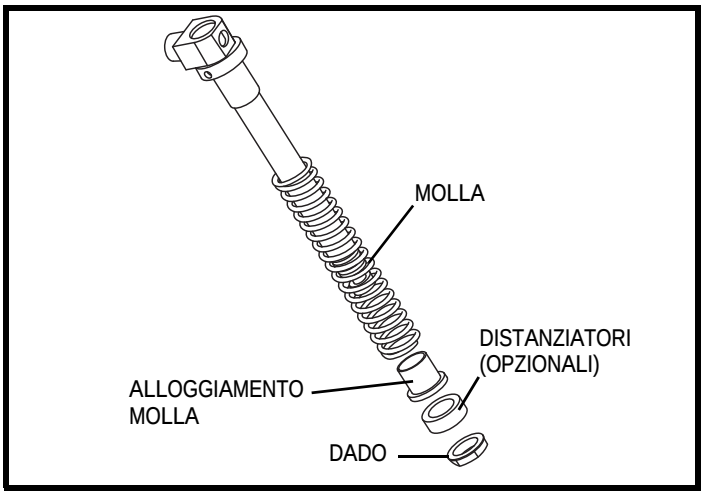

Figura 40. Vista esplosa di limitatore/Tensionatore estensione tronco (Kids ROCK 2 e ROCK 3)
5. Con una chiave da 3/4 pollici rimuovere il dado da sotto la molla. **Vedere la figura 40.**
8. Montare l'alloggio per la molla. Montare gli spessori se richiesto. **Vedere la figura 40.**